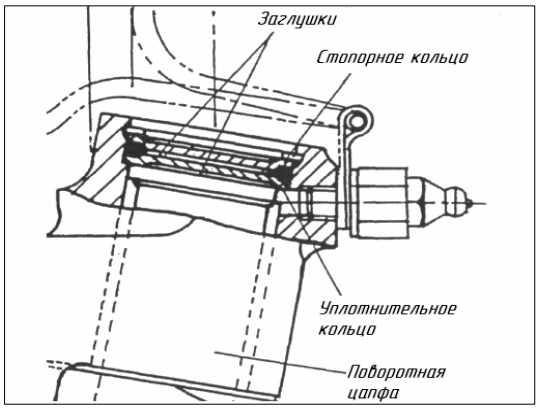

РИС. 295
14) Установите уплотнительное кольцо между двумя заглушками и вставьте эту конструкцию в отверстие поворотного кулака. Установите стопорное кольцо и зафиксируйте его (см. рис. 295). Операцию проделать с обеих сторон поворотного кулака.